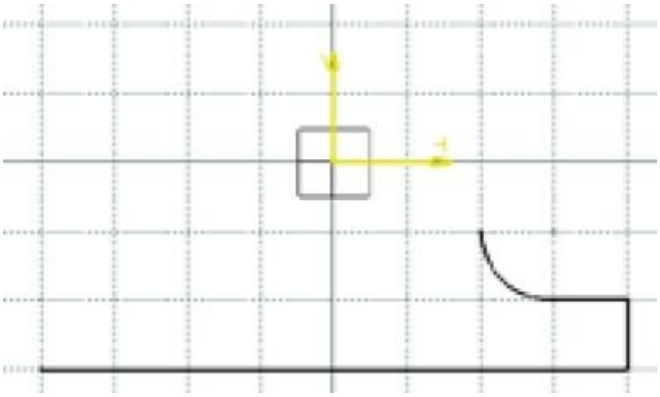

Figure 2-47 *The sketch after drawing three lines and a tangent arc*
b. Draw the sketch of the model using the **Profile** and **Rectangle** tools, refer to Figures 2-47 through 2-49.
9. Move the cursor to the location whose coordinates are 20,-10 and click to specify the endpoint of the tangent arc; the **Line** mode is activated and the line gets attached to the cursor again. Figure 2-47 shows the sketch after drawing three lines and a tangent arc. In this figure, the constraints are hidden for better visualization.